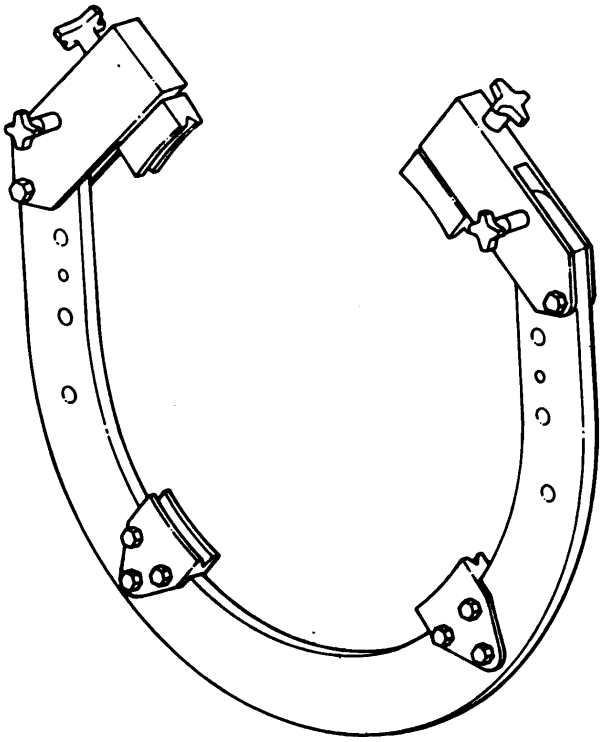

Figure 8. 23033000 Turbine Unit Attaching Adapter to 6799764 Adapter
(3) Install 23033000 turbine unit to (6799764) adapter attaching adapter (figure 8) on rear stiffener flange of turbine rear bearing support. Tighten shoe clamps.
(4) Move rotating adapter and align tapped holes of 6799764 adapters with holes in 23033000 adapter. Secure adapters with hex cap screws.
(5) Tighten hand knobs to secure rotating adapter to rails.
(2) Install 23033000 turbine unit to (6799764) adapter attaching adapter (figure 8) on rear stiffener flange of turbine rear bearing support. Tighten shoe clamps.
(3) Move turnover stand and align tapped holes of 6799764 adapters with holes in 23033000 adapter. Secure adapters with hex cap screws.